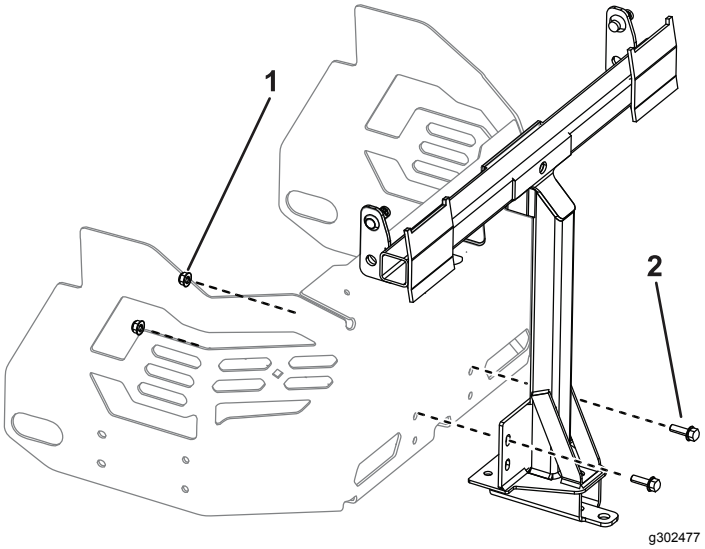

Figuur 15
4. Monteer het draaiframe losjes op het frame van de machine; gebruik 2 bouten (5/16" x 1") en 2 borgmoeren (5/16") zoals in Figuur 15.
6. Draai de 2 bouten (5/16" x 1") en 2 borgmoeren (5/16") aan zoals afgebeeld in Figuur 15.